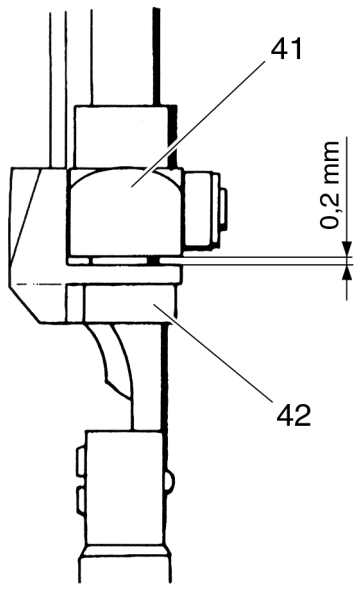

Рис. 24
- Направляющий узел 42 установите с зазором в 0,2 мм от крейцкопфа 41 (рис. 24).